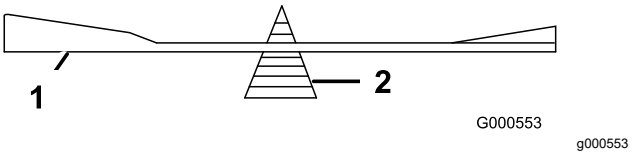

Figur 109
2. Kontroller knivens balance ved at placere den på en afbalanceringsenhed (Figur 109).